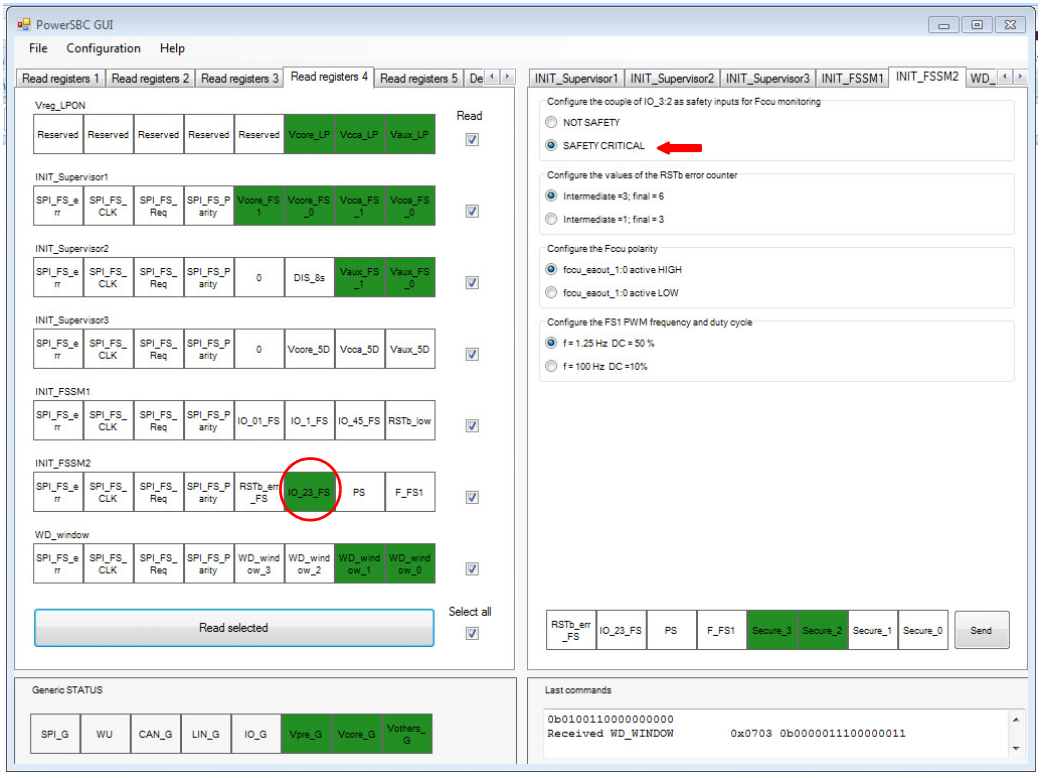

Figure 11. MC33907_8 GUI Main Screen
2. Figure 11 shows the status of several registers at startup. In this example, register INIT_FSSM2 has bit IO_23_FS configured as SAFETY CRITICAL.